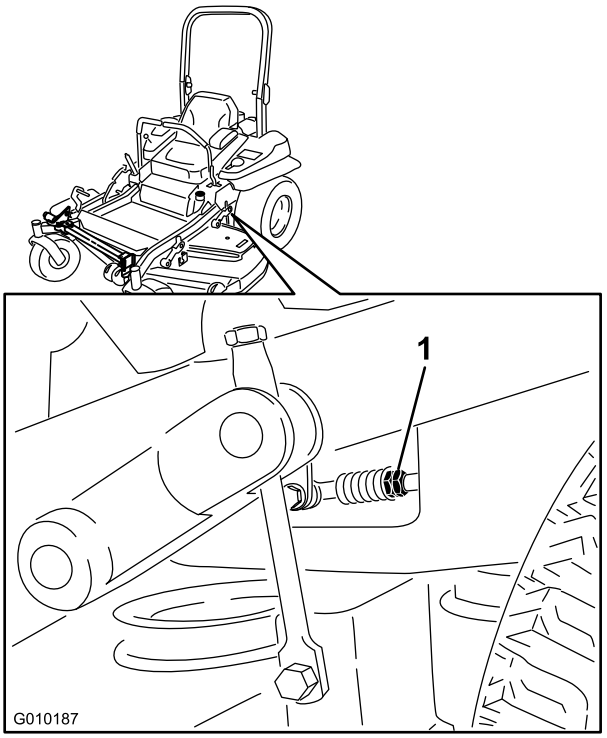

Figura 78
7. Ponga las palancas de control de movimiento en la posición de punto muerto. Ajuste la longitud de las varillas de control de las bombas girando las tuercas dobles de la varilla en el sentido apropiado, hasta que las ruedas se muevan ligeramente en marcha atrás (Figura 78). Mueva las palancas de control de movimiento a la posición de marcha atrás y, aplicando una ligera presión a la palanca, deje que los muelles de marcha atrás devuelvan las palancas a punto muerto. Las ruedas deben dejar de girar o moverse muy lentamente en marcha atrás.